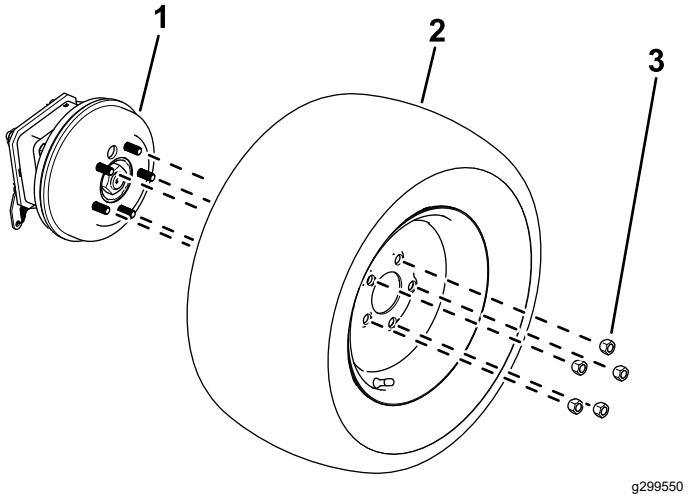

**Figura 12**
1. Allentate e rimuovete i dadi delle ruote (Figura 12).
2. Rimuovete le ruote dai mozzi (Figura 12).
1. Utilizzate i dadi ruota rimossi in precedenza per fissare gli pneumatici ai mozzi delle ruote (Figura 12).